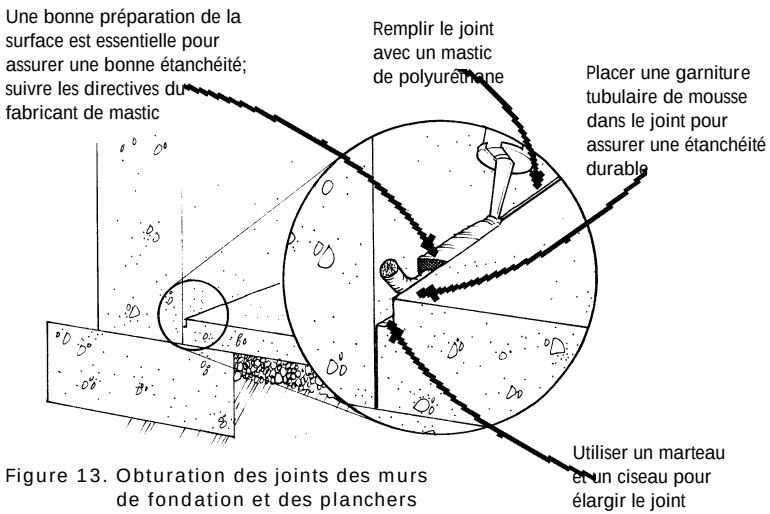
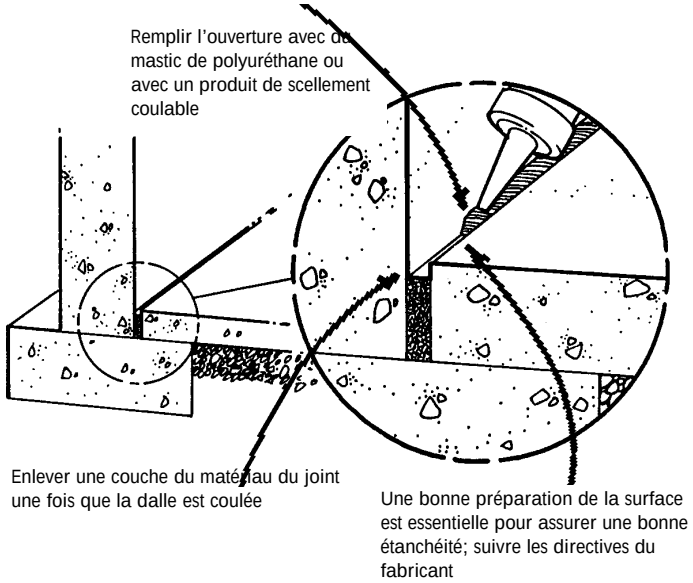

Figure 13. Obturation des joints des murs de fondation et des planchers du sous-sol
Figure 16. Obturer la jonction entre le mur de fondation et le plancher du sous-sol dans les constructions neuves
S'il est à votre portée, le joint entre le mur de fondation et le plancher du sous-sol doit être scellé (voir la **Figure 13, page 20**). Les ouvertures aménagées dans les murs et planchers pour le passage des services (câbles électriques, canalisations d'eau, d'égout, de gaz naturel et de mazout) peuvent être colmatées de la même façon.
- Sceller la jonction du plancher et des murs du sous-sol. On peut éliminer cette source potentielle d'infiltration de diverses façons (voir la **Figure 13, page 20**, et la **Figure 16**). Il est essentiel de bien préparer les surfaces à calfeutrer si l'on veut obtenir un résultat efficace et durable.